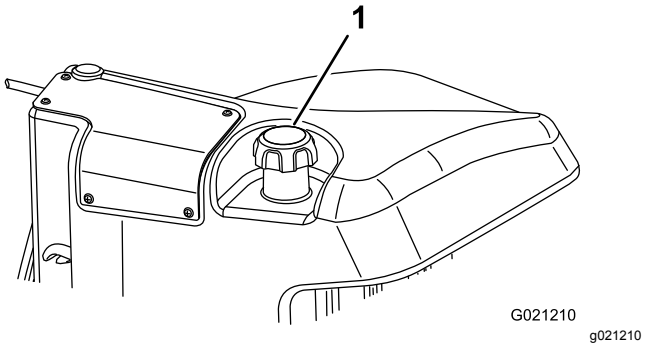

Figur 17
3. Fjern dækslet fra brændstoftanken (Figur 17).